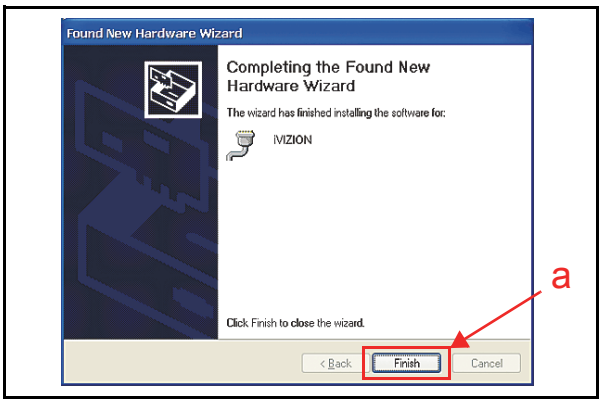

Figure 6-12 Hardware Update Wizard Screen 4
7. When Software installation is complete, the "Completing the Found New Hardware Wizard" Screen will appear as shown in Figure 6-12.
8. Mouse-click on the "Finish" Screen Button to close the "Completing…" Screen (See Figure 6-12 a).